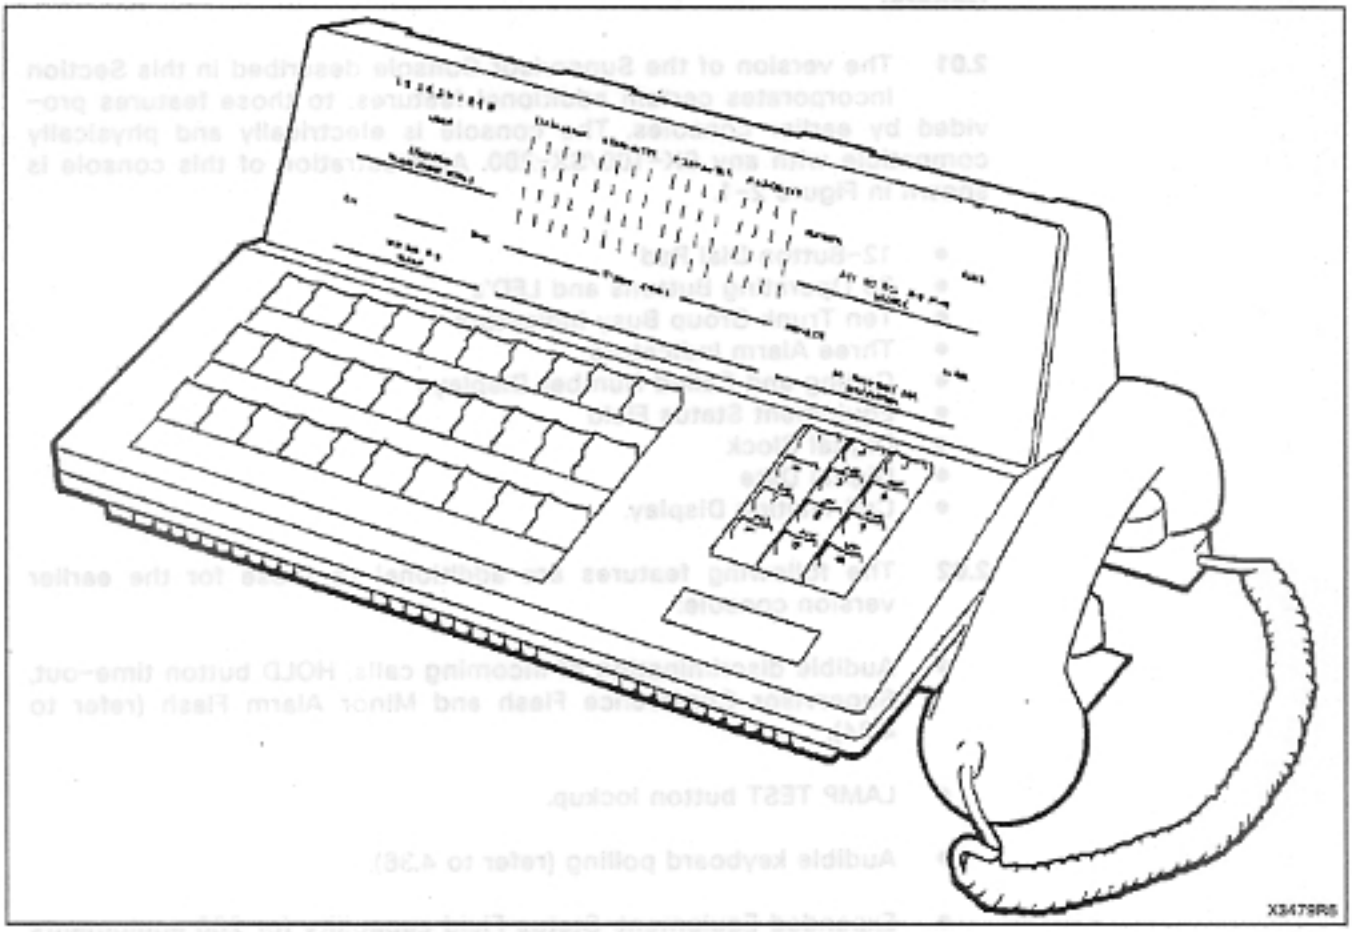

Figure 2-1 Supervisor Console Type 200
2.01 The version of the Supervisor Console described in this Section incorporates certain additional features, to those features provided by earlier consoles. The console is electrically and physically compatible with any SX-100/SX-200. An illustration of this console is shown in Figure 2-1.